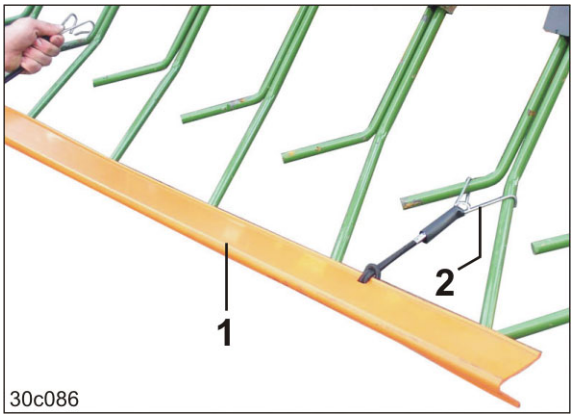

Fig. 179
1. Løsn fjederholderne (Fig. 179/2), og fjern trafiksikringen (Fig. 179/1).